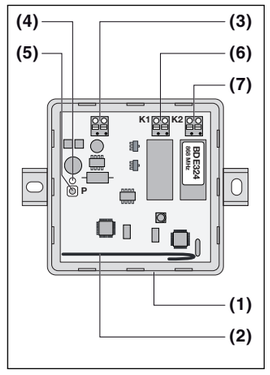

Fig. 1
2.1 Empfänger BDE324 (Fig. 1)
3.1 Anschluss des Empfängers (Fig. 1, 2 und 3)
2.1 Récepteur BDE324 (fig. 1)
3.1 Raccordement du récepteur (fig. 1, 2 et 3)